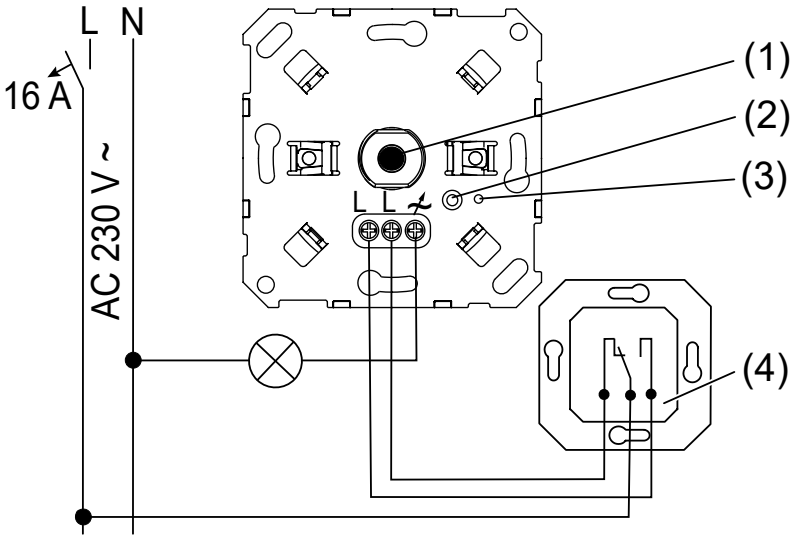

rysunek 2: Połączenie w przełączaniu wielokierunkowym
- Opcjonalne połączenie z przełącznikiem wielokierunkowym (4) (Patrz rysunek 2)